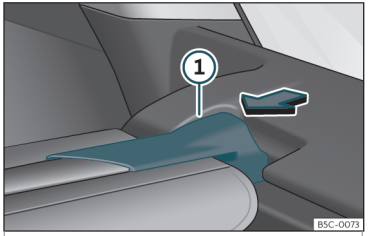

Fig. 110 Nel bagagliaio: smontare il pianale.
- Premere il supporto del pianale ››› **fig. 110** ① nel senso della freccia.
- Fissare il supporto del pianale ››› **fig. 110** ① nell'alloggiamento del lato opposto.